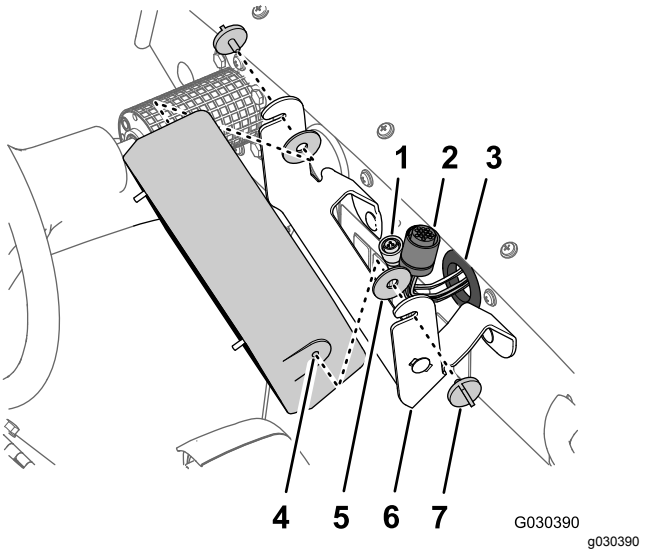

Figur 6
3. Fjern skruerne på hver side af kontrolkonsollen (Figur 6).
4. Fjern kontrolkonsollen og de to gummiskiver fra støttebeslaget (Figur 6).
5. Skub ledningsnet, konnektoren med 3 sokler og konnektoren med 16 sokler gennem kransen i instrumentpanelet (Figur 6).